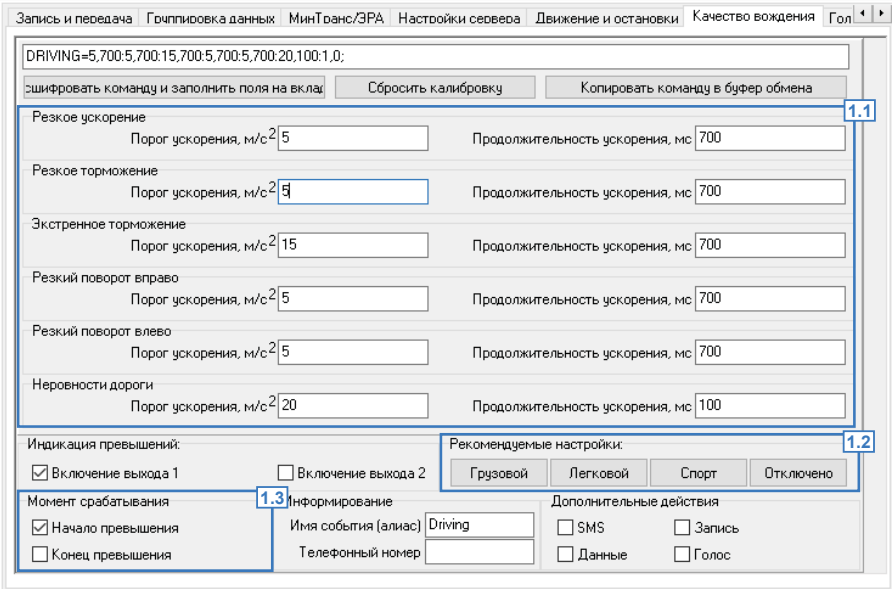

Рис.28. Настройка порогов ускорений.
Бортовые контроллеры «АвтоГРАФ» версии 3.0 и выше поддерживают контроль качества вождения транспортного средства на основе данных, полученных с внутреннего акселерометра. Для возможности оценки качества вождения необходимо задать в бортовом контроллере допустимые пороги ускорений для выявления резких торможений, поворотов, разгонов и т.д. Настройка осуществляется на вкладке «Качество вождения» программы «AG.GSMConf» **(Рис.28)**.
1. Настройка порогов ускорений (Рис.28).